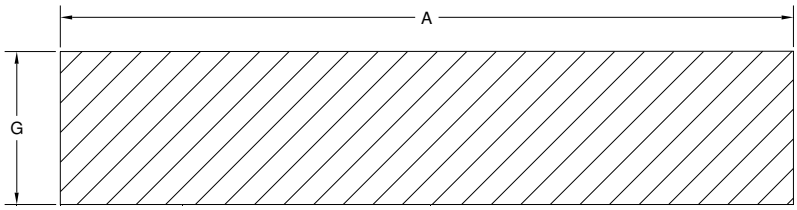

Figure 1:
- Verify location / dimension Arche-Duct opening (Figure 1,2).